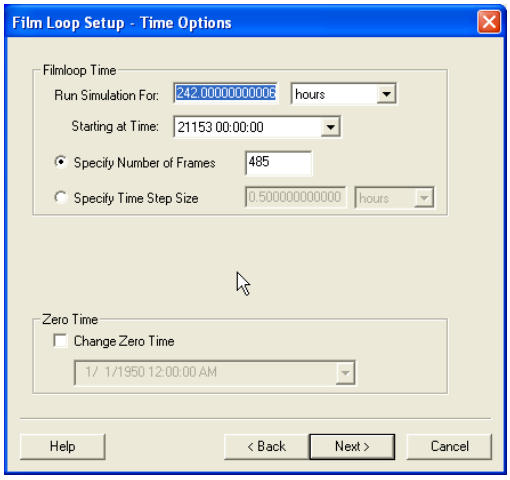

Figure 38. Second of three film loop setup dialog screens
4. Click the *Next* button, to proceed to the next screen shown in Figure 38.